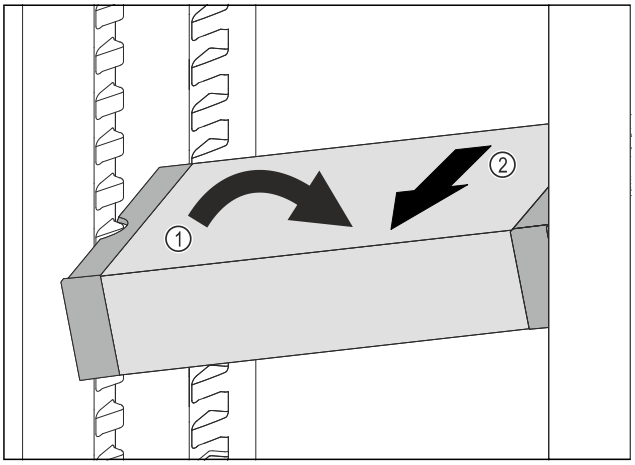

Fig. 183
▶ Set VarioSafe in refrigerator compartment at an angle. *Fig. 183 (1)*
▶ Take VarioSafe out to the front. *Fig. 183 (2)*